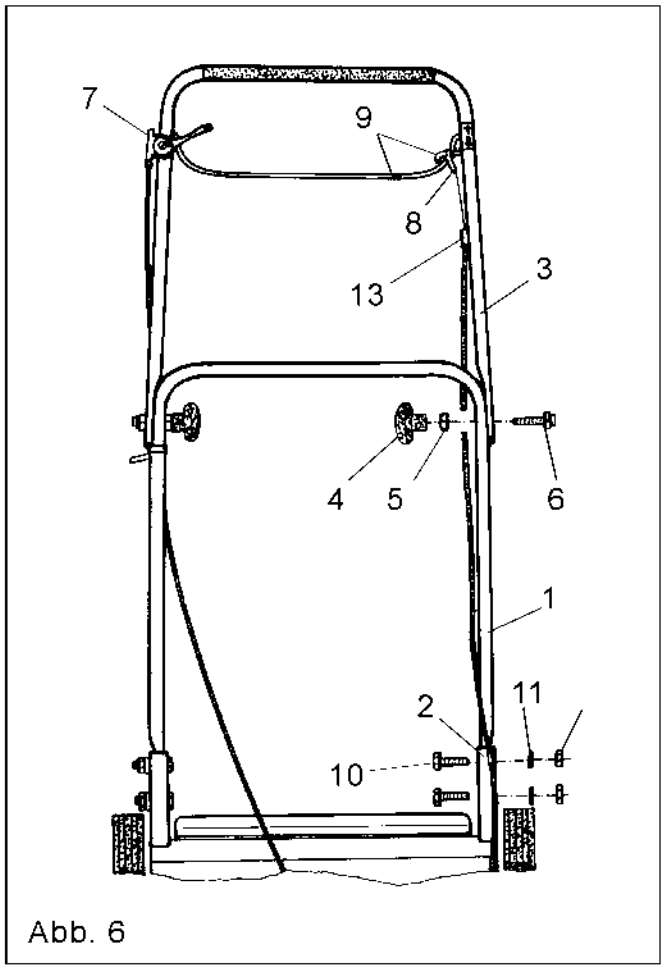

Abb. 6
5. Durch Ziehen des Schaltbügels (Abb. 6, Pos. 9) gegen den Lenker wird die Messerwelle inganggesetzt (Abb. 6).
Einstellen des Bowdenzuges (Abb. 6)